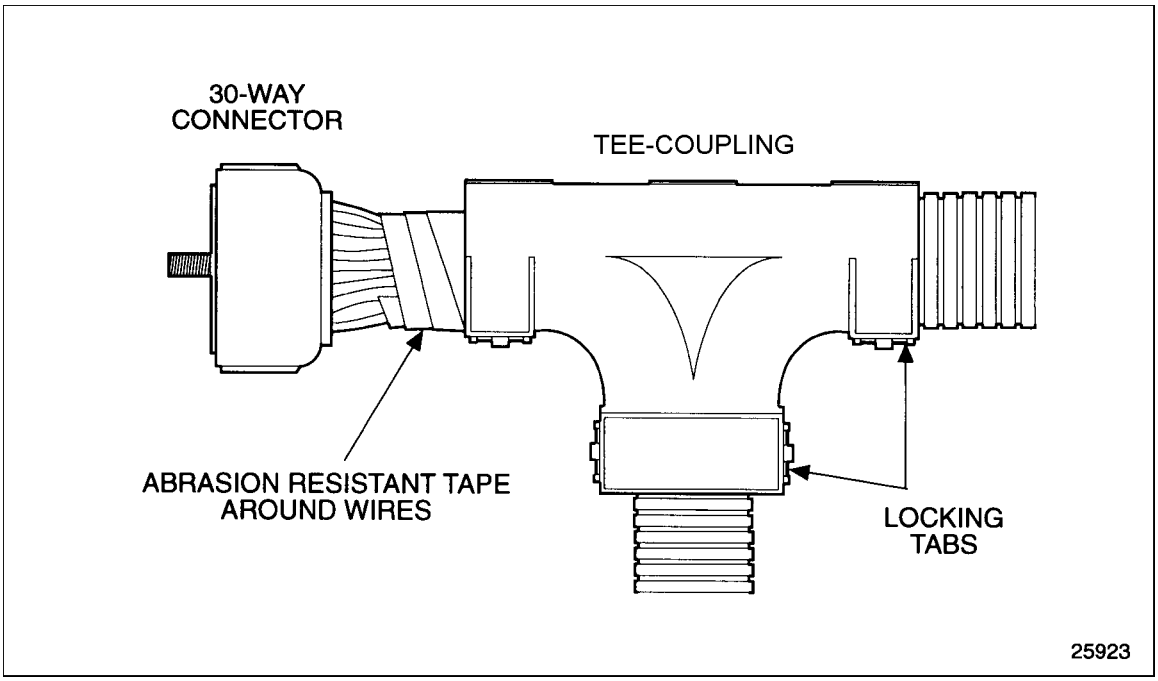

Figure 8-28 Improved Engine Sensor Harness with Abrasion-resistant Tape
To eliminate this concern, engine sensor harness 8929468 has been improved. The improved harness is identical to the former harness, except that abrasion-resistant tape is now wrapped around the short length of 30-way connector wires where they enter the tee-coupling. See Figure 8-28. This reduces the potential for wire damage caused by abrasion.
1. With the harness on or off the engine, open the plastic tee-coupling by disengaging the locking tabs (two on each side). See Figure 8-28. Remove the coupling.
2. Apply two or three wraps of abrasion-resistant tape such as Polyken 266 Black Tape*, or equivalent, around the 30-way connector wires where the tee-coupling clamps onto them. See Figure 8-28. This reduces the potential for wire damage caused by abrasion.